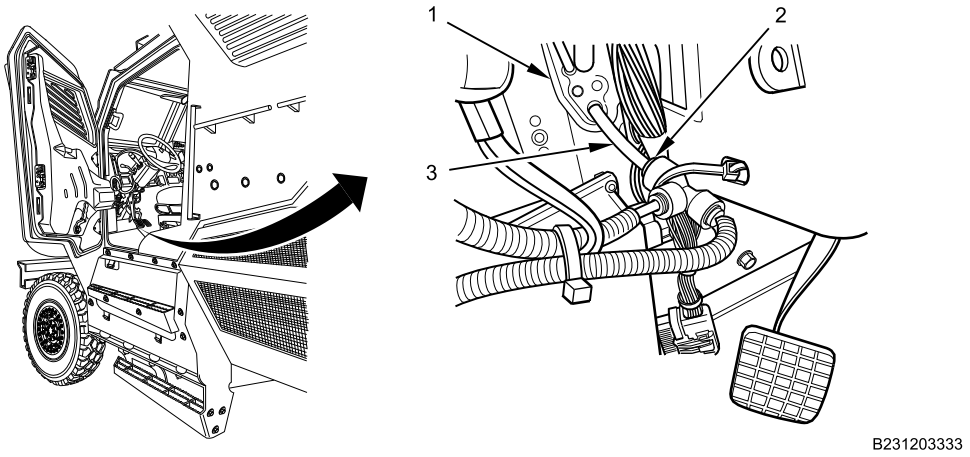

Figure 1. Door Actuator Air Line Supply.
1. Disconnect door actuator supply tee (Figure 1, Item 2) from BLUE door actuator supply air line (Figure 1, Item 3) at left air line grommet (Figure 1, Item 1) inside cabin.